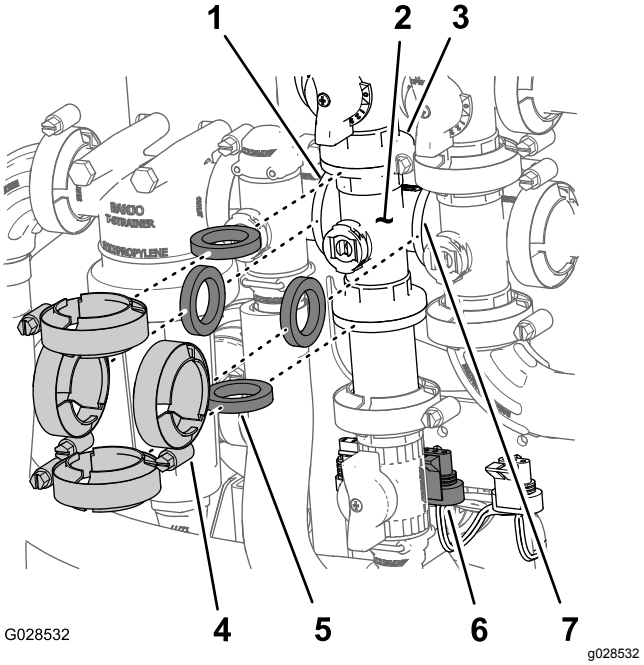

Figur 90
1. Ta bort klämmorna och packningarna som håller fast omrörningsventilens grenrör (Figur 90) vid omrörningsöverströmningsventilen, sprutmängdsventilen, huvudsprutrampventilen och adapterkopplingen (spjällventil för omrörning).